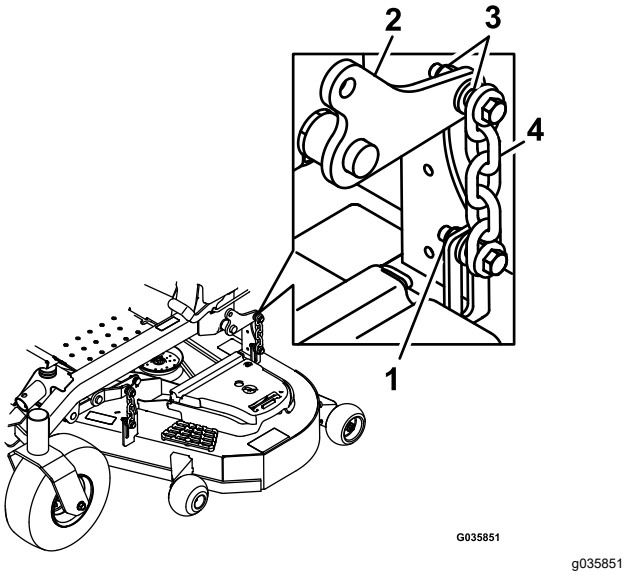

Figur 84
13. Løsne låsemutterne (Figur 84) på alle de fire hjørnene, og sikre at klippeenheten sitter trygt på alle fire blokkene.